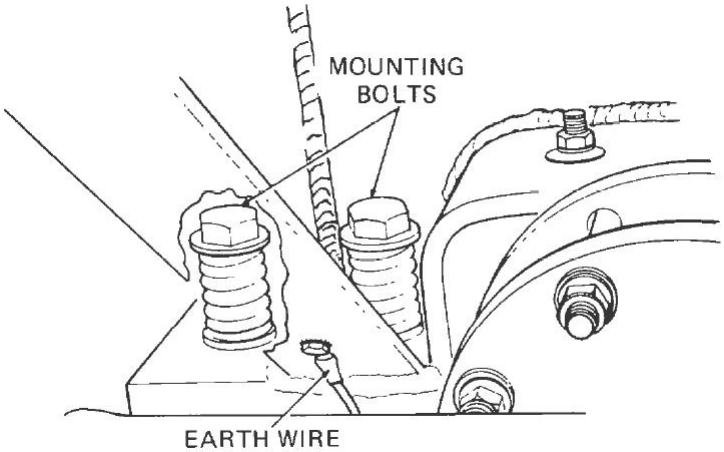

Figure 16 Front Left Support
p. Disconnect the earth wire from the tank front support saddle on the left-hand side of the truck (Figure 16).
h. Reconnect the earth lead to the saddle support on the left-hand side of the tank (Figure 16).